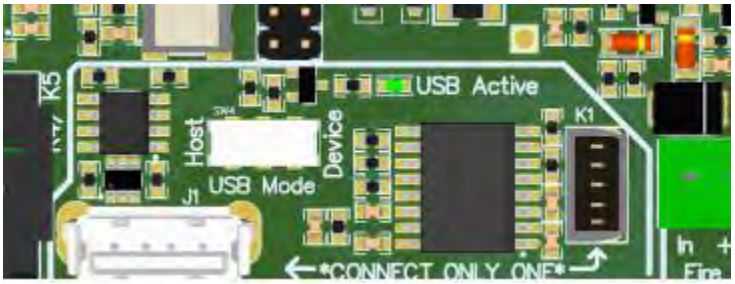

Figure 20-18: USB Interface
- The switch SW4, adjacent to the USB-A connector J1, must always be set to the host position (slider to the left, see Figure 20-18).